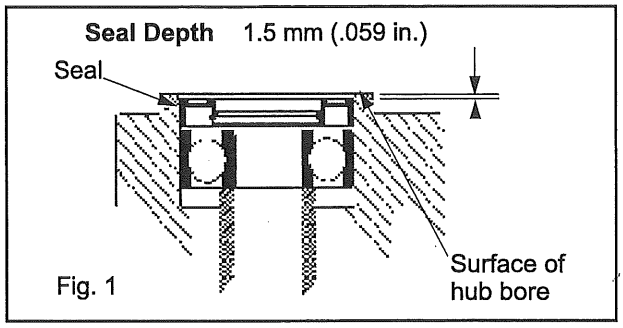

Fig. 1
11. Install new seals using a 52 mm seal driver. (Fig. 1)